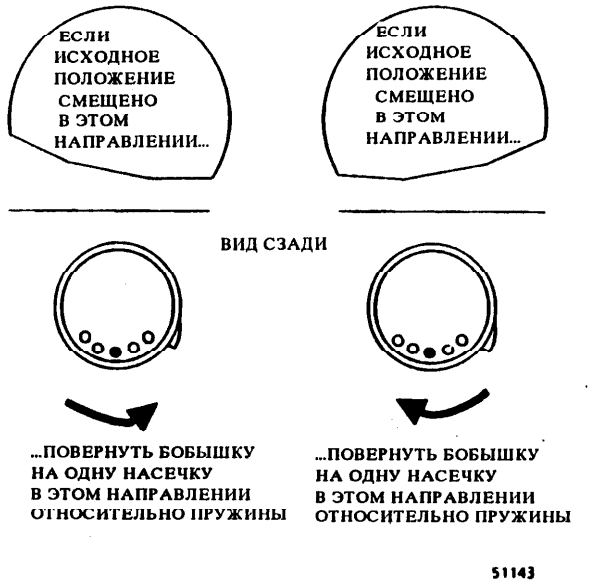

Рис. 3. Регулирование исходного положения ролика подачи бумаги
3. (Рис. 3): повернуть бобышку на одну насечку в направлении, в котором должно перемещаться исходное положение ролика подачи бумаги; установить бобышку на место.